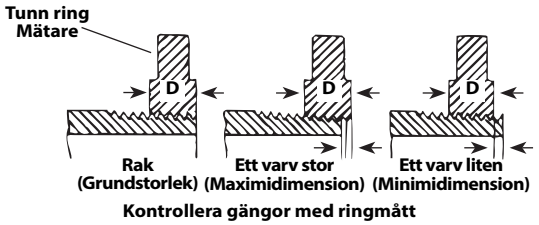

Figur 16 – Kontroll av gängdimensionen
3. Kontrollera gängans mått. Det bästa sättet att kontrollera gängdimensionen är med ett ringmått. Ringmått finns i diverse modeller och deras användning kan avvika från den som visas i *Figur 16*.